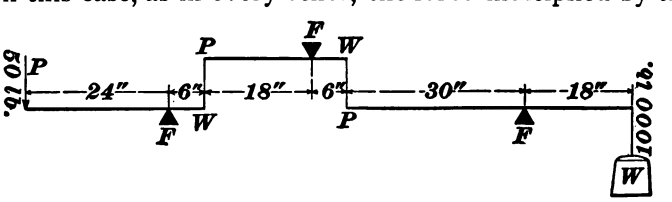

FIG. 8.
Fig. 8 shows a compound lever. It will be seen that when a force is applied to the first lever at P it will be communicated to the second lever at P, from this to the third lever at P, and thus raise the weight W.
EXAMPLE.—If, in Fig. 8, $PF = 24$ inches, 18 inches, and 30 inches, respectively, and $WF = 6$ inches, 6 inches, and 18 inches, respectively, how great a force at P will it require to raise 1,000 pounds at W? What is the ratio between W and P?
2. If, in Fig. 8, $PF = 10$ inches, 12 inches, 14 inches, and 16 inches, respectively, and $WF = 2$ inches, 3 inches, 4 inches, and 5 inches, respectively, (*a*) how great a weight can a force of 20 pounds raise? (*b*) What is the ratio between W and P? (*c*) If P moves 4 inches, how far will W move?